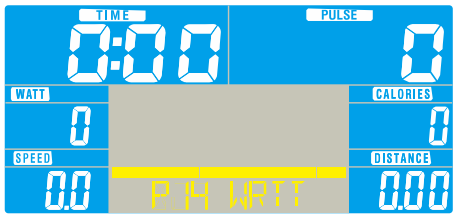

Рисунок 8
7. Режим P17 (Режим с целевым значением ИНТЕНСИВНОСТИ) (Рисунок 8. Чтобы вернуться в главное меню из любого режима, нажмите на кнопку START/STOP и затем на кнопку RESET. Когда на дисплее загорится надпись «MANUAL» («РЕЖИМ РУЧНОЙ НАСТРОЙКИ»), поверните ручку UP(+)/DOWN(-), чтобы перейти в режим P17 «РЕЖИМ С ЦЕЛЕВЫМ ЗНАЧЕНИЕМ ИНТЕНСИВНОСТИ»). Нажмите MODE для подтверждения выбора. Поверните ручку UP(+)/DOWN(-), чтобы установить целевое значение ВРЕМЕНИ (1~99 минут). Нажмите MODE для подтверждения выбора. Затем установите целевой значение ИНТЕНСИВНОСТИ (диапазон 10~350, по умолчанию = 120). Нажмите MODE для подтверждения выбора. Нажмите START, чтобы начать тренировку. Уровень нагрузки будет автоматически установлен в соответствии с